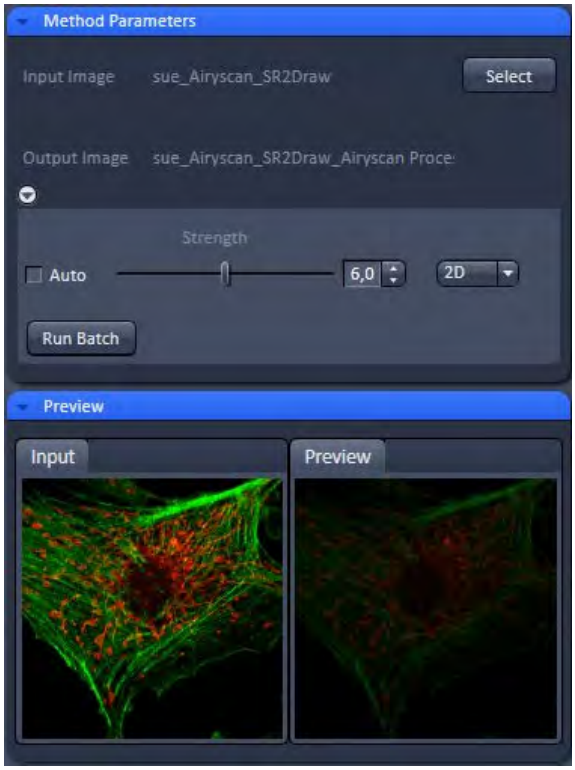

Fig. 394 **Airyscan Processing tool: Method Parameters, Manual**
- For manual processing, deactivate the **Auto** checkbox (Fig. 394).
A new image will open with the result of the manual processing (Fig. 394). All images in a time series or Z-Stack will be processed.